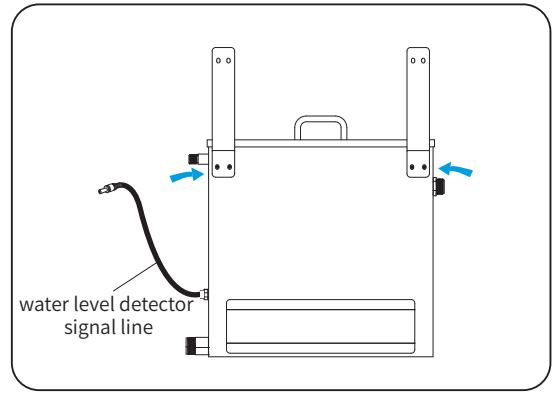

Figure 3
- As shown in Figure 3, use 4 M 4 x 8 screws to fix the fixing bar on the upper back of the water tank, paying attention to the installation direction of the fixing bar.